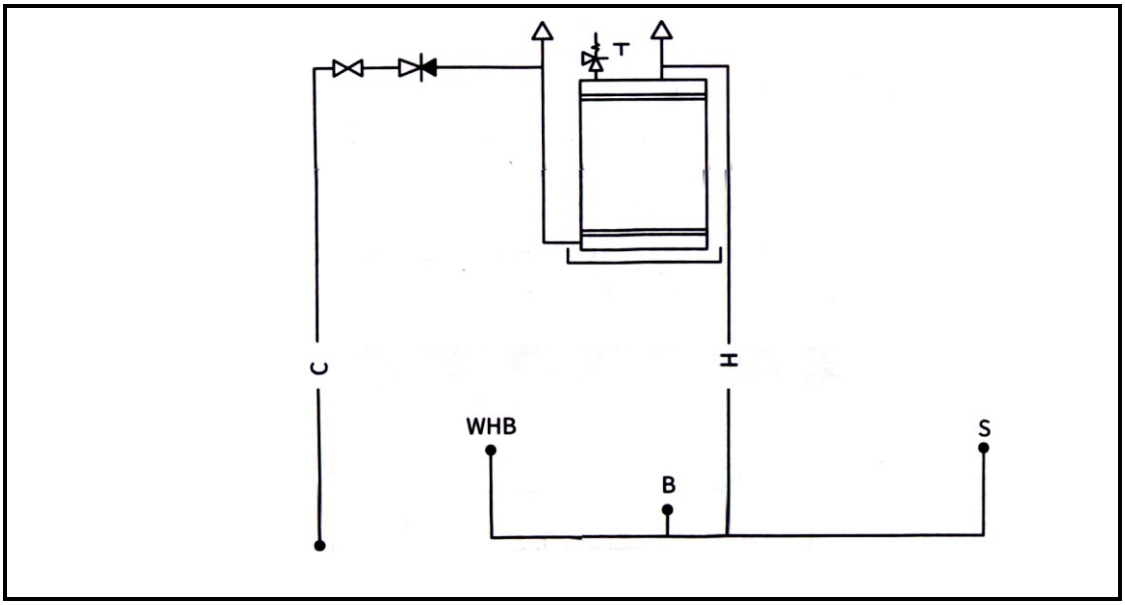

FIGURE 5.8
5.8 FIGURE 5.8 shows a line diagram of the cold- and hot-water supply for a building. The cold-water pipe to the geyser has a diameter of 22 mm. The hot-water pipe from the geyser has a diameter of 22 mm and the branch pipes for the hot-water have a diameter 15 mm. Use the information in the table below and determine the quantity material **5.8.1** to **5.8.10** which is needed for the hot-water installation.